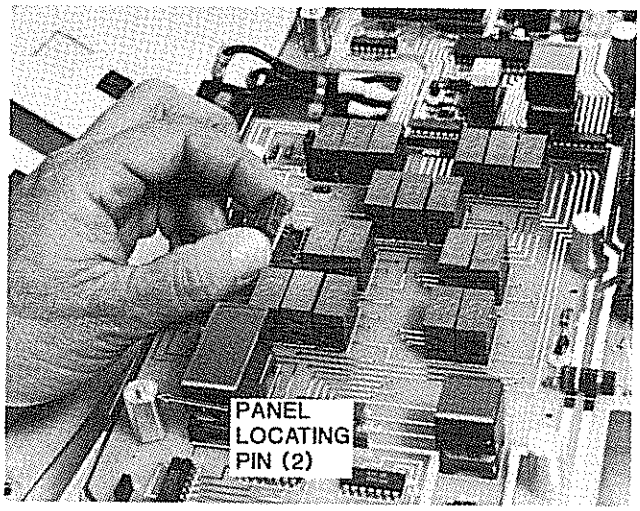

Figure 5.9. Extracting Seven-Segment Display Digit.
e) Carefully extract the malfunctioning display digit from its pin sockets as shown in Figure 5.9.